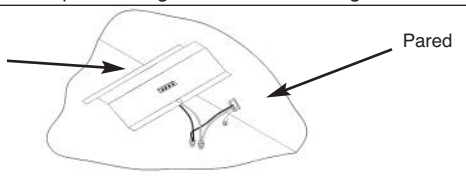
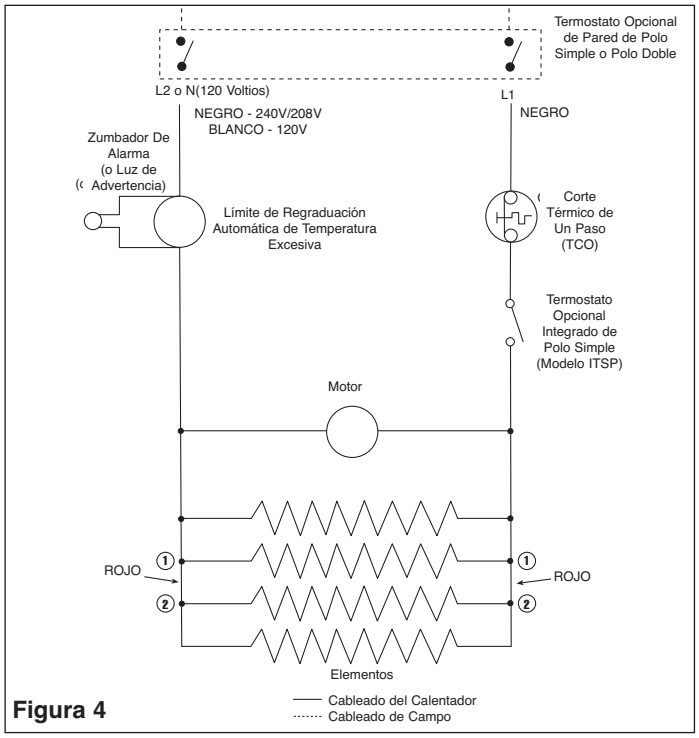

Figura 2
Figura 4
1. Instale el cable de alimentación dentro del orificio ciego deseado, dejando 6" (152mm) de guías extendiéndose dentro del armazón según mostrado en la Figura 2.
3. Para el Modelo I1500, conecte la guía blanca (neutra) de alimentación a la guía blanca del receptáculo y la guía negra de la línea de alimentación a la guía negra del receptáculo, según se muestra en la Figura 2. (Vea también el diagrama de cableado mostrado en la Figura 4). Para I1504 conecte las dos guías negras de alimentación a las dos guías negras del receptáculo. (Vea el Diagrama de Cableado ilustrado en la Figura 4).
4. Instale la caja de empalmes según ilustrado en la Figura 2.